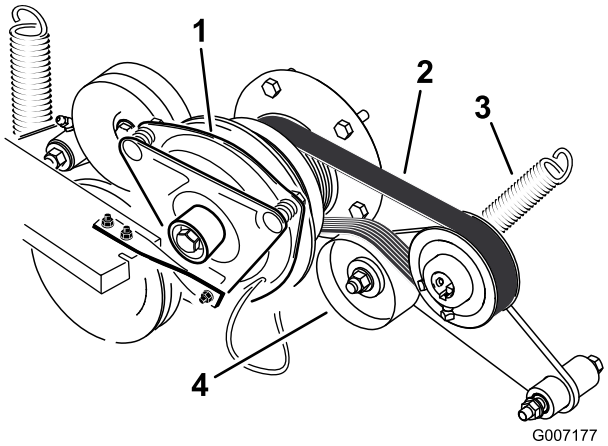

Figur 69
3. Demontera fjädern på remskivarmen (Figur 69).
4. Montera den nya remmen runt motorns och hydropumpens remskiva (Figur 69).
6. Montera fjädern på remskivearmen (Figur 69).